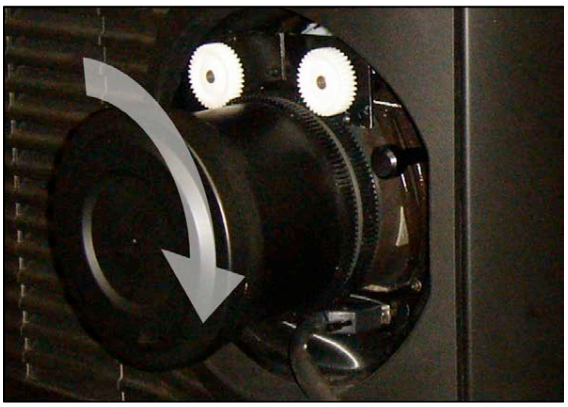

Figure 3-34 Lock lens by turning clockwise
3. To ensure the lens is secured in the lens mount, turn it clockwise until you feel the tabs on the lens butting against the end stops on the lens mount retaining ring (***Figure 3-34***). To ensure the locking pin is properly engaged, turn the lens counter-clockwise. If the lens rotates, the locking pin is not properly engaged. Turn the lens clockwise and pull the lens plunger assembly out until the plunger assembly stops.